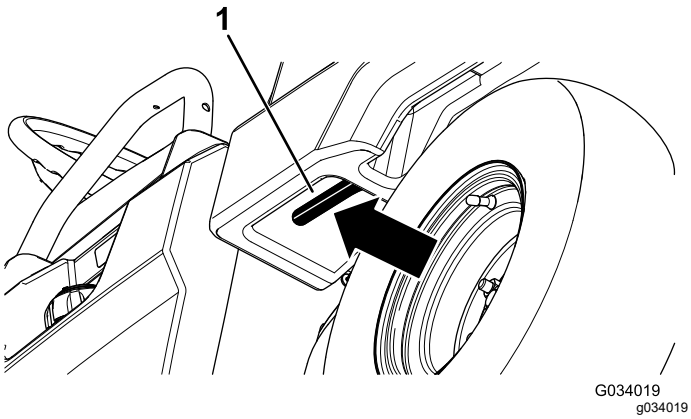

Figur 15
1. Trekk spaken til venstre inne på lasteplanet mot deg, og løft lasteplanet opp (Figur 15).
1. Hev lasteplanet litt ved å heve låsespaken (Figur 15).